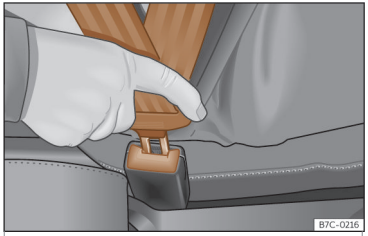

Fig. 13 Inserire la linguetta della cintura di sicurezza nella relativa chiusura.
- Incastrare la linguetta nella chiusura del relativo sedile››› **fig. 13**.